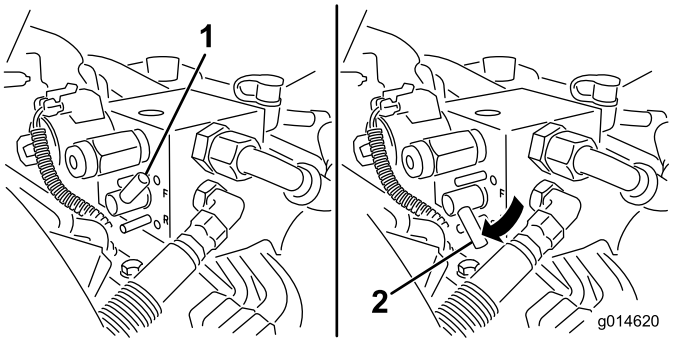

Figur 50
5. Drej baglapningsgrebet til positionenBAK (R) (Figur 50).